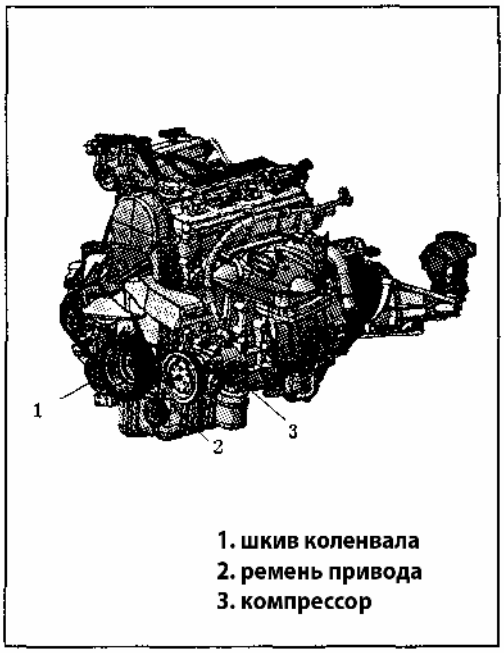

Рис. 759
1) Проверьте прогиб ремня при надавливании на среднюю точку между шкивом коленвала и шкивом компрессора с усилием 100 Н (Рис. 759).